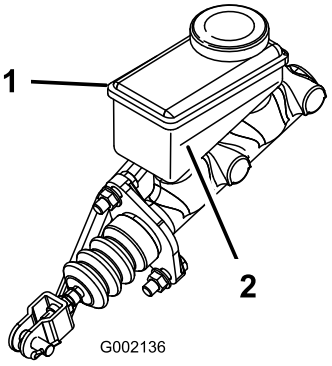

Figur 16
3. Titta på vätskenivåns kontur på sidan av behållaren (Figur 16).
B. Tillsätt DOT 3-bromsvätska i behållaren tills vätskenivån är ovanför miniminivålinjen (Figur 16).
5. Montera gummipluggen ovanpå instrumentbrädan (Figur 16).